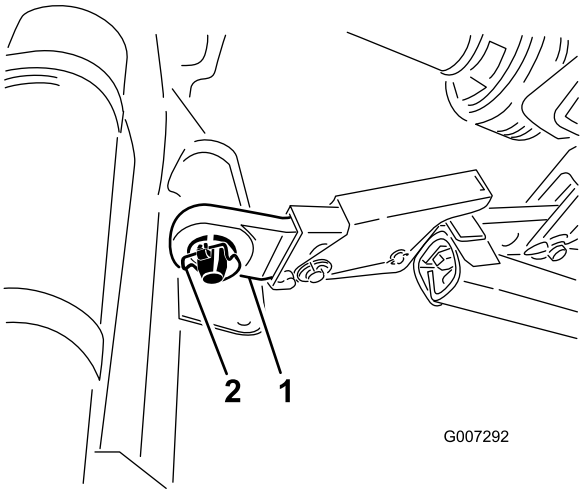

Figur 4
5. Sæt de nederste forbindelsesarme (højre og venstre) på koblingstapperne (Figur 4).
6. Fastgør de nederste forbindelsesarme til koblingstapperne med ringstifter (Figur 4).